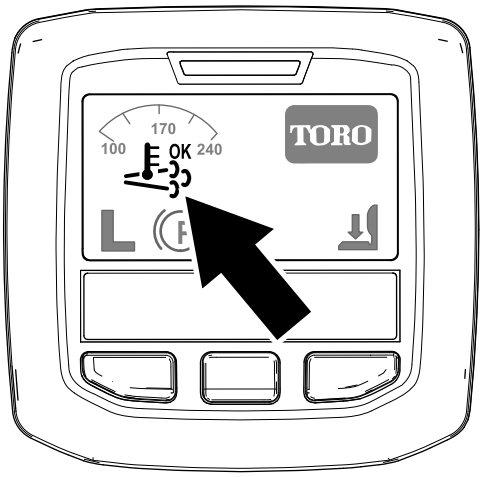

Figur 40
- Symbolen för stöd-/återställningsregenerering visas i InfoCenter (Figur 40).